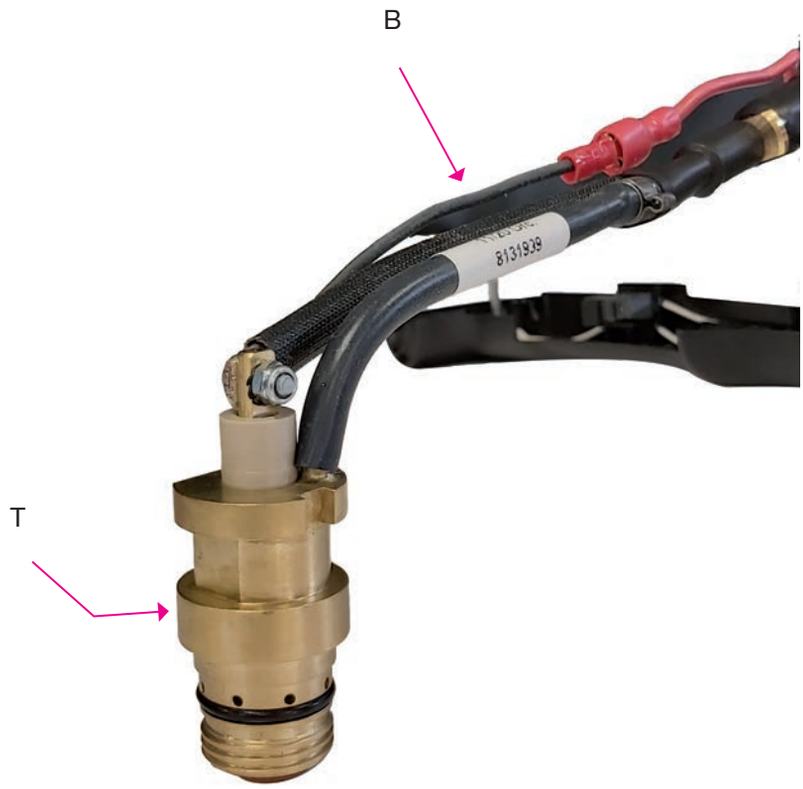

Fig.6
- Avvitare i raccordi **D** e **E** rispettando l'orientamento indicato in Fig.6.